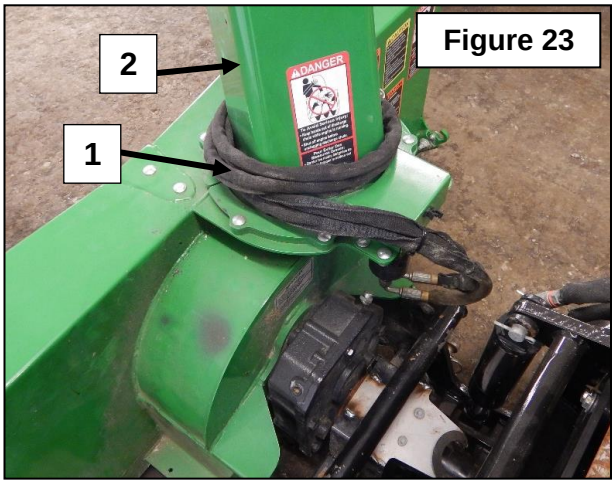

Figure 23
Figure 23: Débrancher les accouplements hydrauliques et les connecteurs électriques, rouler ensemble les boyaux (item 1) et fils électriques et placer autour de la chute (item 2) de la souffleuse à neige tel qu'illustré sur la **figure 23**.